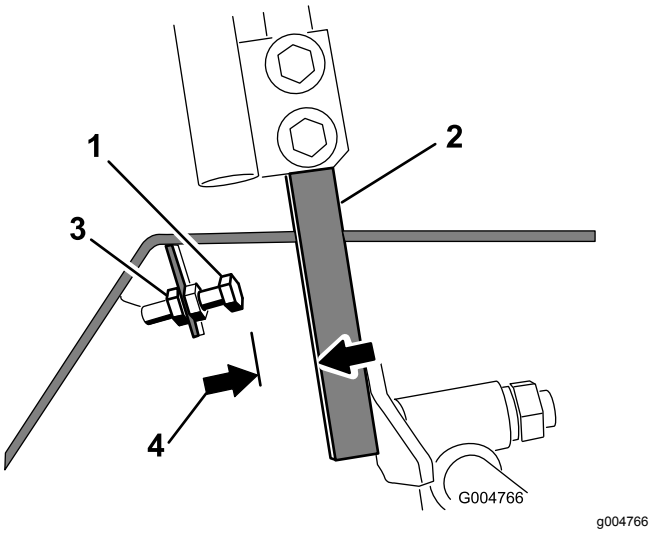

**Bild 54**
4. Lösen Sie die Klemmmutter an der Anschlagschraube für einen Fahrantriebshebel (Bild 54).